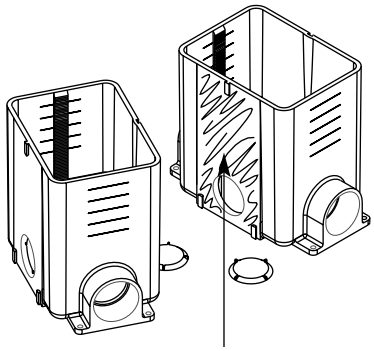
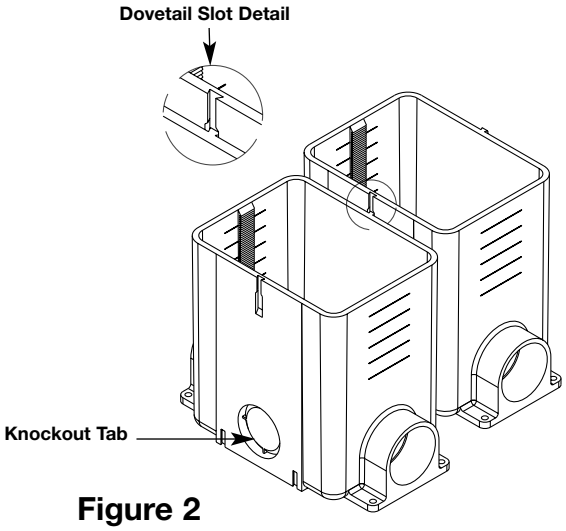

Figure 1
Figure 2
2. For multiple compartment installations which require pass-through between mating modules, you must remove the knockout section on adjacent surfaces. To do this, break away with a hammer making sure you remove knockouts which will be facing one another after linking the assembly (see Figure 1). **Knockout tabs are intended for passage between boxes only. They are not designed for the attachment of conduit fittings**.
3. To assemble the modular units, first apply solvent cement around the flat mating surfaces of the adjacent walls and “dovetail” slots (see Figure 1). Engage the “dovetails” and slide the units together until seated (see Figure 2).